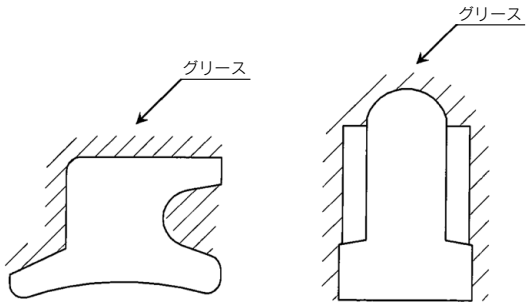

図5
①ロッドパッキンおよびピストンパッキンのグリース塗布(図5)